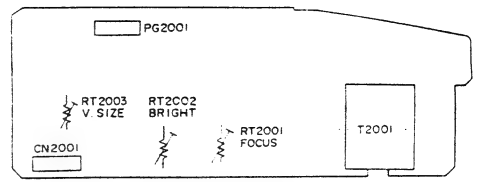

Abb. 4-72 Leiterplatte für elektronische Abgleiche (EVF) (Bestückungsseite)
(3) Abgleich der vertikalen Größe des elektronischen Suchers (Abb. 4-72)
(4) Abgleich der EVF-Helligkeit (Abb. 4-72)
(5) Abgleich des EVF-Fokus (Abb. 4-72)